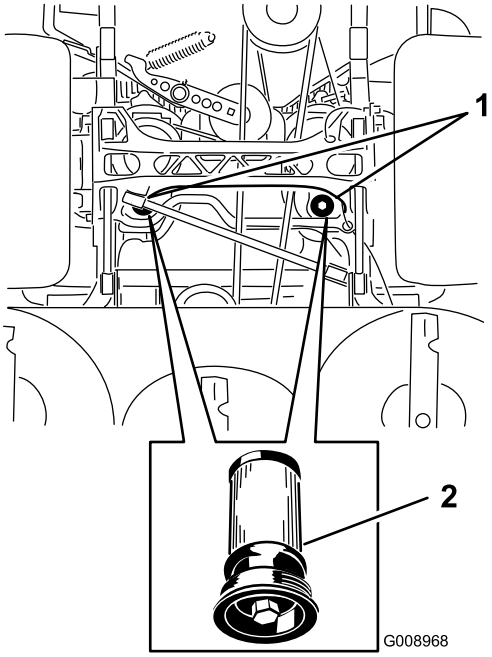

Figur 81
5. Stil et aftapningskar under filteret, fjern det gamle filter og tør overfladen ren (Figur 81).
6. Påfør gummipakningen på det nye filter et tyndt lag hydraulikolie (Figur 81).